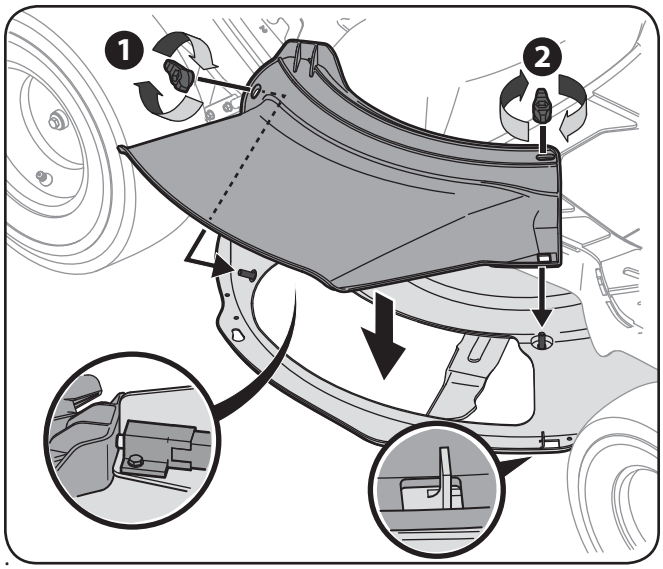

Figure 3-8
2. Installez la goulotte d'éjection dans l'ouverture du plateau de coupe. Les poteaux sur la surface du plateau de coupe s'adapte à travers les trous de la partie supérieure de la goulotte d'éjection. La petite languette sur la zone de la lèvre du plateau s'adaptera à travers la découpé carrée sur la partie inférieure de la goulotte d'éjection. Voir Figure 3-8
3. Fixer la goulotte d'éjection en serrant les bouton a oreilles retiré plus tôt. Voir Figure 3-8.